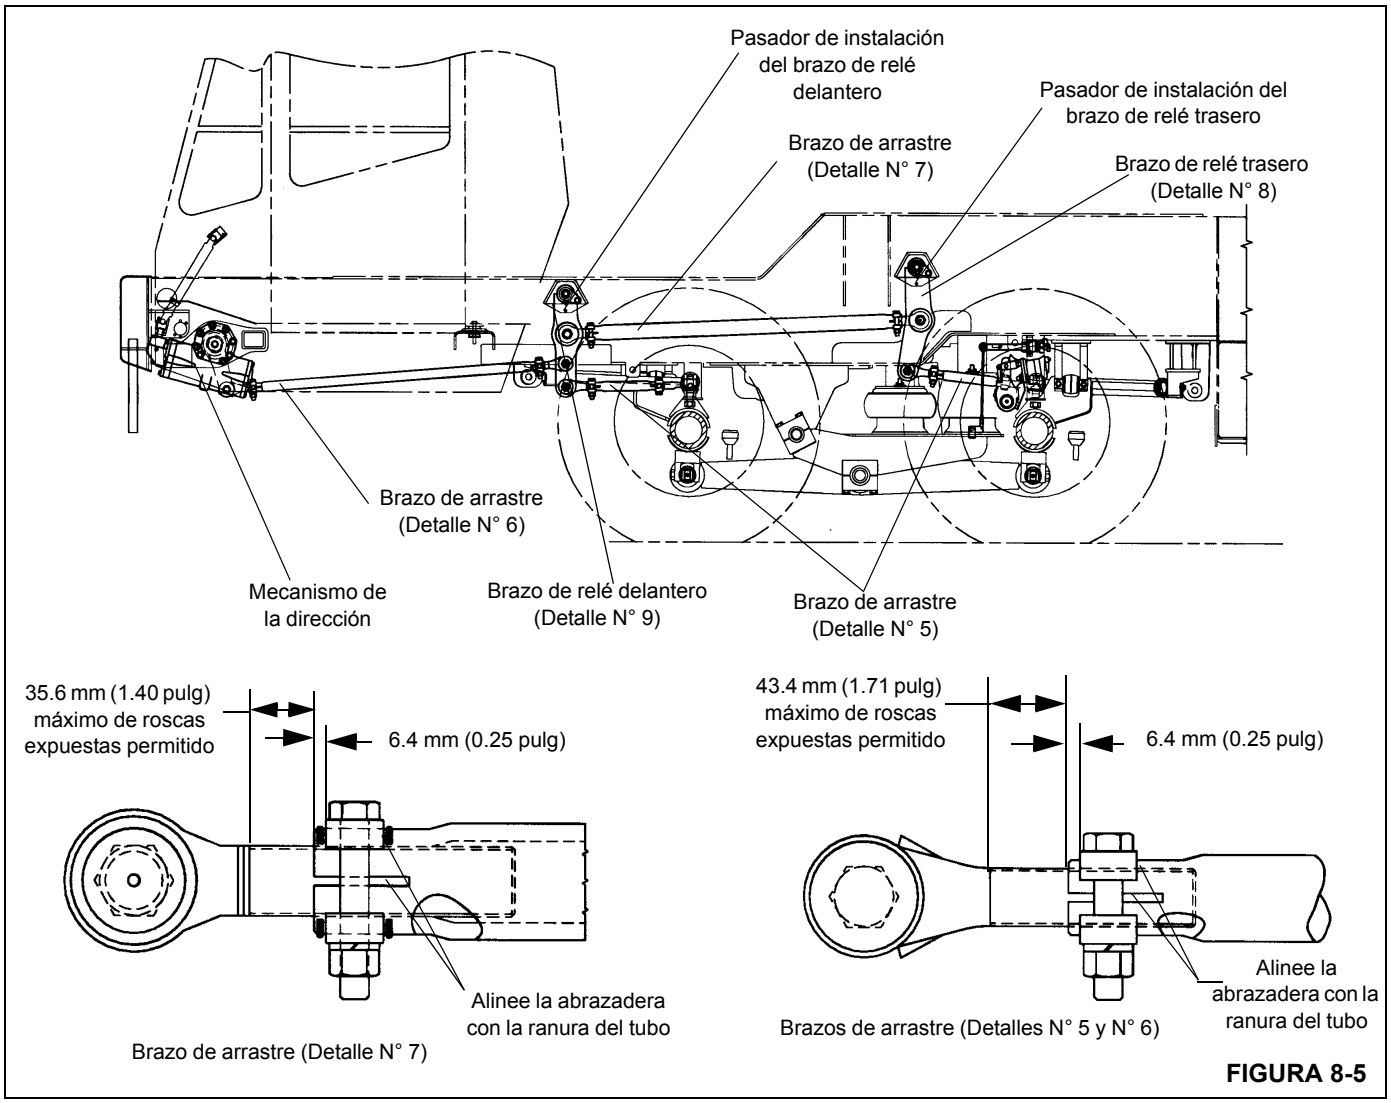

FIGURA 8-5
NOTA: Todos los números de detalle hacen referencia a la Figura 8-5.
7. Revise que los extremos de varilla en todos los brazos de arrastre estén dentro de los límites mostrados en la Figura 8-5.
9. Vea la Figura 8-5 y ajuste los brazos de arrastre (Detalle 5) según se necesite, de modo que la distancia entre la línea de referencia y la parte delantera de cada rueda sea la misma que la distancia entre la línea de referencia y la parte trasera de la misma rueda dentro de 1.5 mm (0.06 pulg). Revise que los extremos de varilla de los brazos de arrastre estén dentro de los límites especificados en la Figura 8-5.